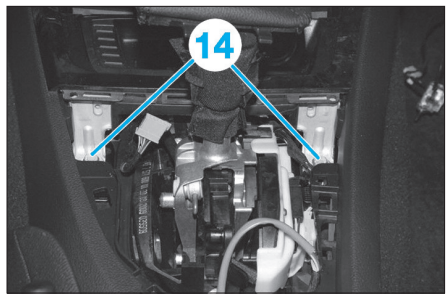

Fig. 18
- les deux vis (14) **(Fig.18)**,